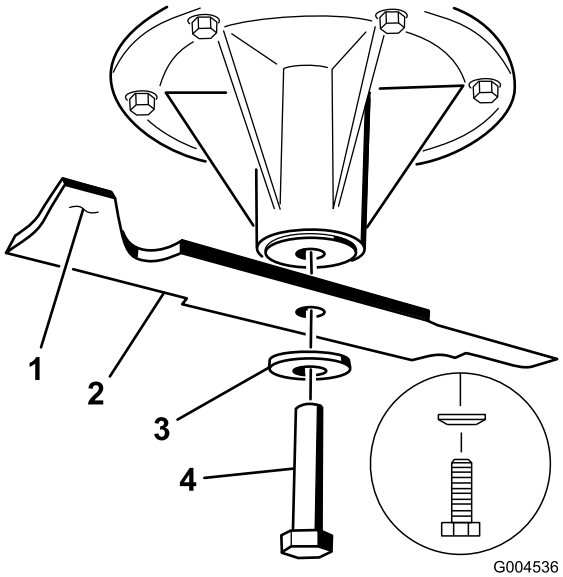

Figur 81
1. Monter skærekniven på spindelakslen (Figur 81).
2. Monter fjederskiven og knivbolten (Figur 81).
Bemærk: Fjederskivens konus skal installeres mod boltens hoved (Figur 81).